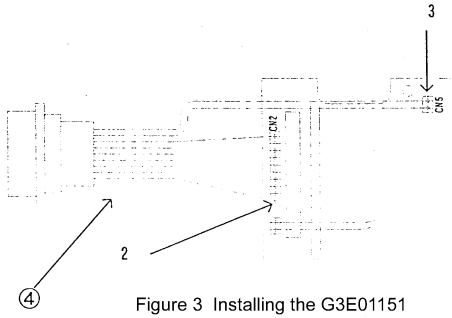

Figure 3 Installing the G3E01151
Solder product ④ -2 to CN2 and ④ -3 to CN5 as shown in Figure 3.